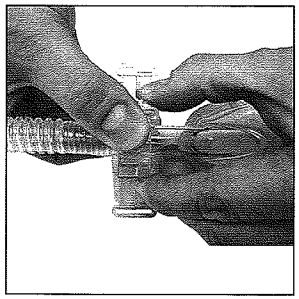

Figure 5
Eliminating mask leaks and optimizing comfort in the area around the bridge of the nose can be accomplished by adjusting the position of the forehead rest (5). The mask assembly has finger tabs **Figure 5** that can be squeezed together to disengage the forehead rest from the mask body (2). The amount of sealing pressure applied to the upper nose area by the mask cushion can be adjusted by removing the forehead rest assembly from the mask body and repositioning the forehead rest to a different location. Once a new location has been selected, ensure that the same slot is selected on both racks and push the forehead rest onto the mask body until the forehead rest locks into place.